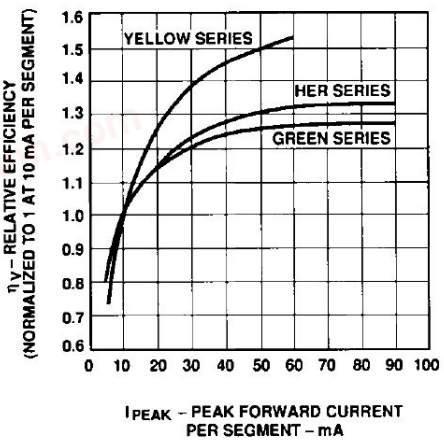

Figure 7. Relative Luminous Efficiency (Luminous Intensity per Unit Current) vs. Peak Current.
3. See Figure 7 to establish pulsed conditions.